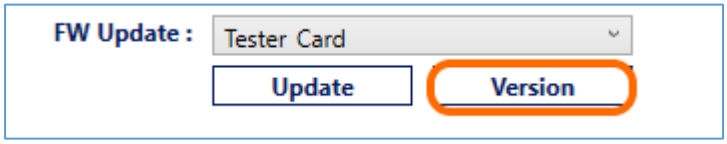

Figure 19. Check Firmware Version of GRL-USB-PD-TC Tester Cards
7. Once connection has been established with the GRL-V-UP tester hardware, select the ports from the “Port Selection” field and check the current version of the GRL-USB-PD-TC tester card firmware by clicking on the **Version** button, as shown in Figure 19 below.